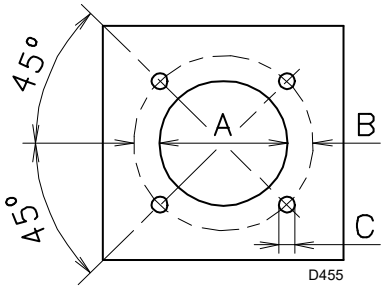

Fig. 12
Pierce the closing plate of the combustion chamber, as in Fig. 12. The position of the threaded holes can be marked using the thermal insulation screen supplied with the burner.
- ➤ Fit the entire burner onto the boiler hole prepared previously (Fig. 12), and fasten with the screws supplied.